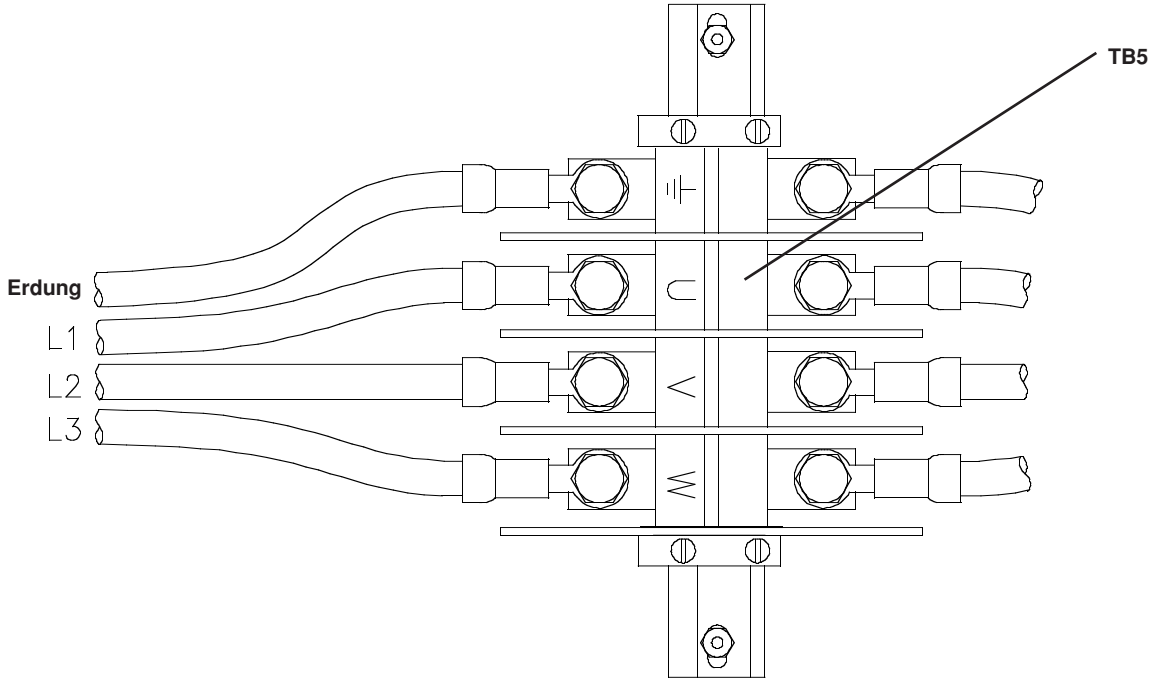

Abbildung c-3 Netzkabelanschlüsse an TB5
4. Leitung L1 an Polklemme U, L2 an Polklemme V und L3 an Polklemme W von TB5 legen (Abb. c-3). Es ist sicherzustellen, daß alle elektrischen Anschlüsse fest sind, um übermäßige Überhitzung zu vermeiden.
5. Erdungsleitung an die Polklemme mit der Markierung ⏚ an TB5 anschließen (Abb. c-3).